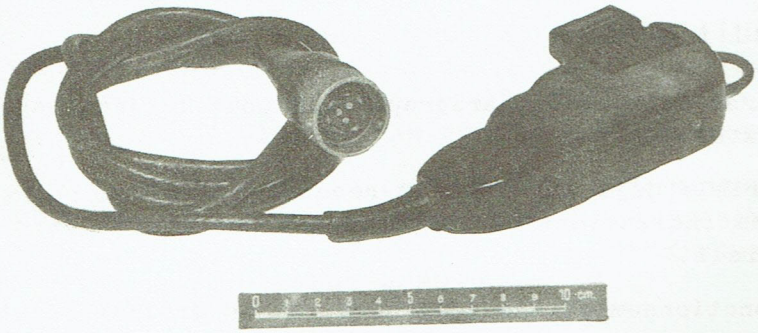

Fig. 16 - Microphone M-29/U.
4) Microphone M-29/U (figure 16)